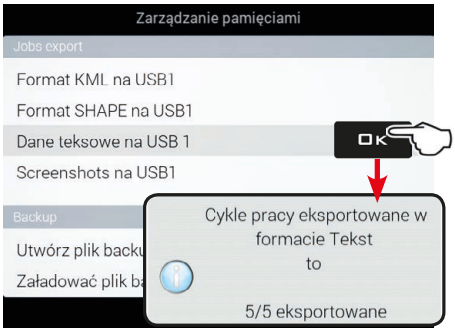

Rys. 298
- Wybrać pozycję **Dane teksowe na USB 1** (Rys. 298) i nacisnąć **OK**.